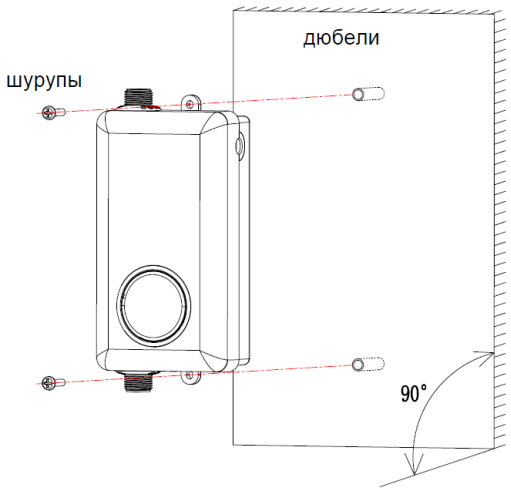

Рис.3. Фиксация прибора в строго вертикальном положении.
1. Установите прибор на стене и зафиксируйте (с помощью монтажного набора в комплекте – рис.3) под мойкой или над мойкой в зависимости от расположения розетки.